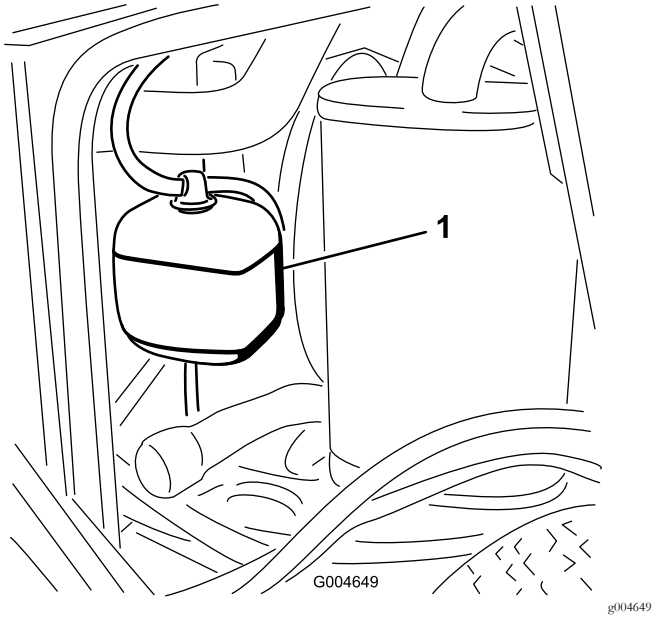

Figur 47
1. Kontroller kølevæskestanden i ekspansionsbeholderen (Figur 47).